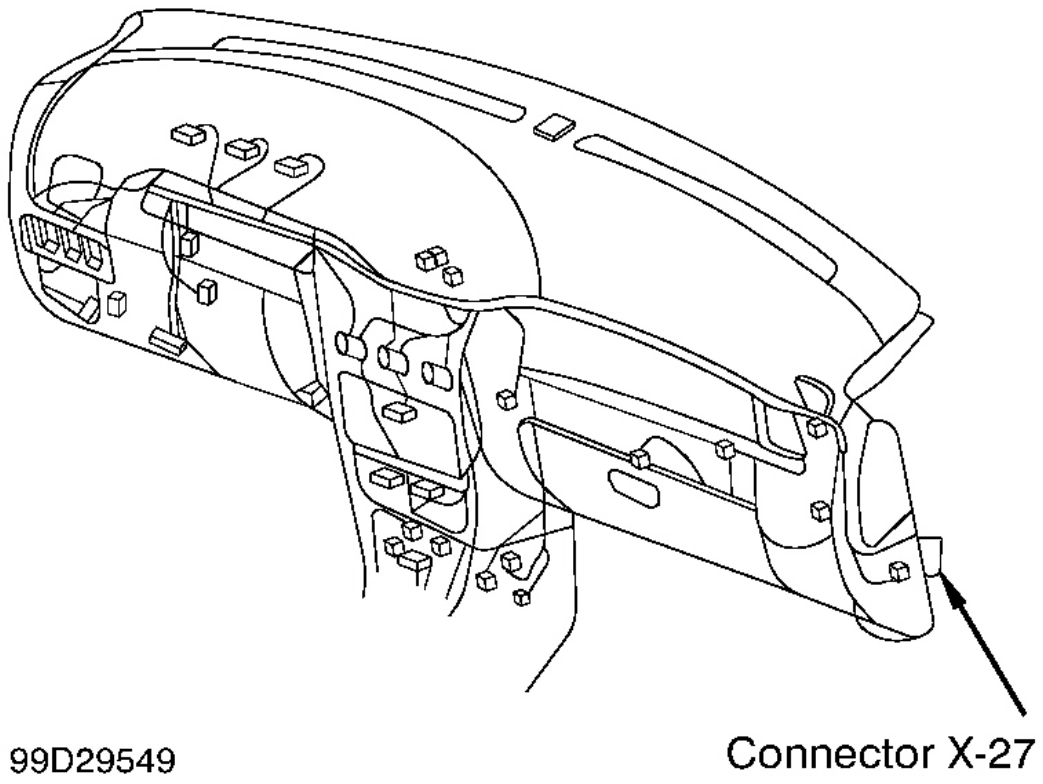

Fig. 7: Identificación de conector X-27 Localización
2. Desconectar el conector X-27. Ver **Fig. 7** . Conectar el encendido. Si el voltaje de la batería está presente en el terminal Nº 2 (blanco / verde del alambre) de conector X-27, reemplazar mazo de cables entre ACU y el conector X-27. Si no hay voltaje, reemplace el mazo de cables entre el conector X-27 y la batería.
2. Desconectar el conector X-27. Ver **Fig. 7** . Si existe continuidad entre el terminal Nº 7 y tierra, ir al paso siguiente. Si la continuidad no existe entre el terminal Nº 7 y tierra, reemplazar mazo de cables entre ACU y el conector X-27.
2. Comprobar la continuidad del cable amarillo entre los terminales 1 C y B11 del conector del IPC. Si no existe continuidad, inspeccionar y reparar o reemplazar AIRBAG bombilla, tubo o placa de circuito impreso de advertencia en el IPC y el conector X-27. Ver **Fig. 7** . Si existe continuidad, sustituya el mazo de cables entre el ACU y el conector X-27.